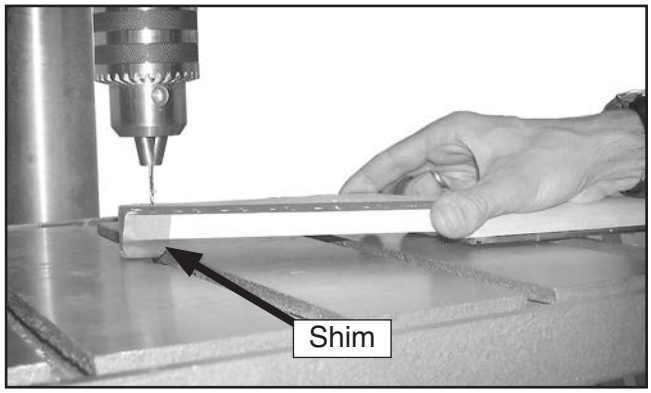

Figure 18. Peghead supported with shim.
6. Fasten a 7/16" thick wood shim with tape on the top side of the peghead near the tip (see **Figure 18**). This will help stabilize the neck during the next step.
7. Using a 1/16" drill bit, drill 3/8" deep holes into the back of the peghead (see **Figure 18**).